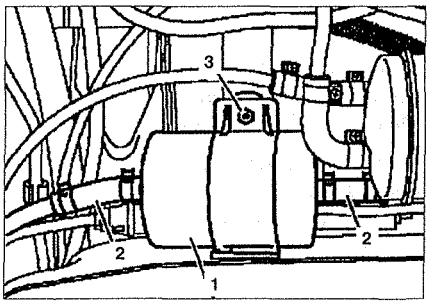

Рис. 1.20. Топливный фильтр двигателей 111.948 и 104.900:
3. Зажмите резиновые трубки **2**, подсоединенные к фильтру **1** (см. рис.1.20).